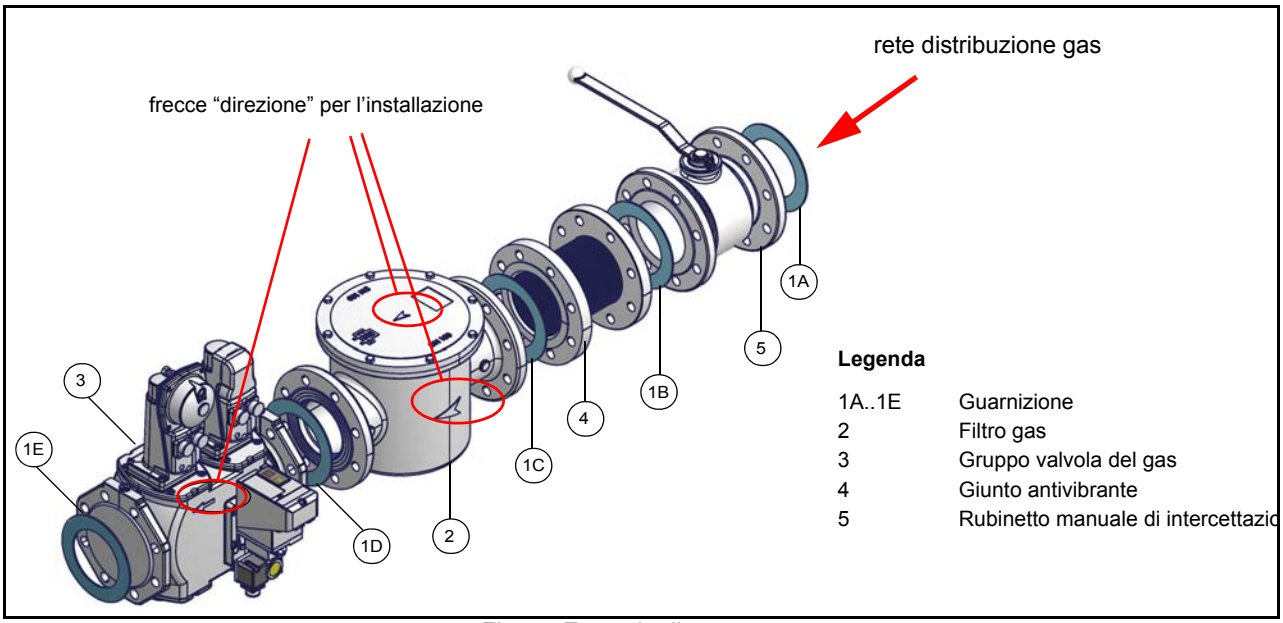

Fig. 5 - Esempio di rampa gas
3. Montare il MultiBloc fra le flange filettate (Fig. 5)